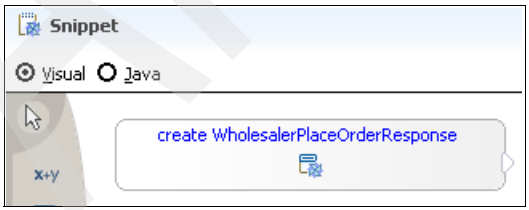

Figure A-40 WholesalerPlaceOrderResponse business object in the Snippet Editor
d. Click the **Visual Snippet Editor canvas** to add the WholesalerPlaceOrderResponse business object instance (Figure A-40).